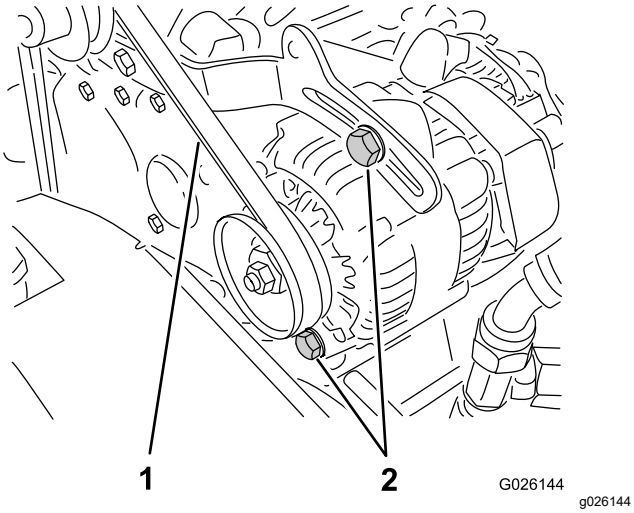

Figur 68
2. Kontroller spændingen ved at trykke ned på remmen midt mellem remskiverne på krumtapakslen og generatoren med en belastning på 10 kg (Figur 68).
A. Løsn generatorens to monteringsbolte (Figur 68).
B. Drej generatoren med en løftestang, indtil den korrekte remstramning opnås, og spænd derefter monteringsboltene (Figur 68).